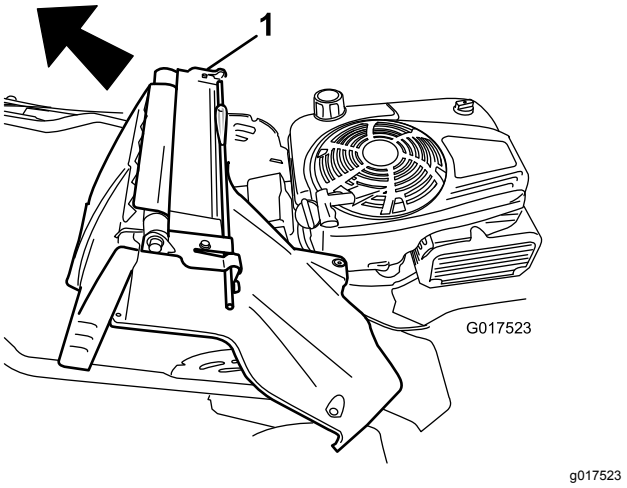

Figur 37
7. Fjern den bakre døren og håndtakslåsspakenheten (Figur 37).